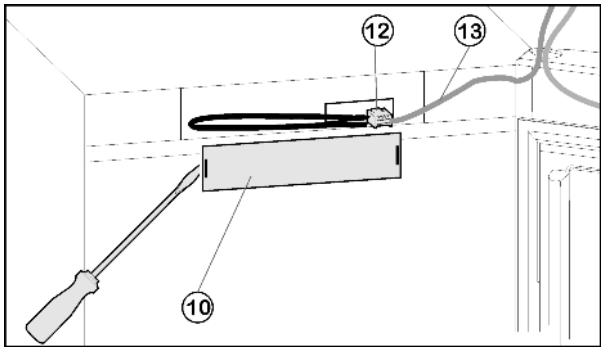

Fig. 8
- ▶ Remove the front panel *Fig. 8 (10)* using a flat-blade screwdriver.
- ▶ Take out the contact and disconnect the plug connection *Fig. 8 (12)*.
- ▶ Detach grey cable *Fig. 8 (13)* from the guide.